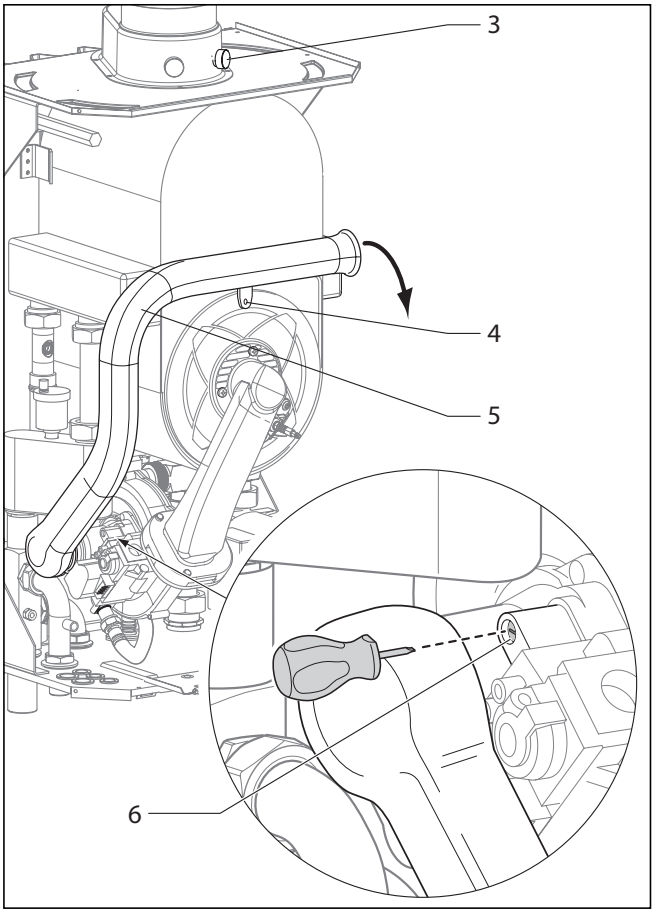

Рис. 5.4 Проведение измерения содержания CO_2, выполнение регулировки коэффициента избытка воздуха (регулировка газовой арматуры)
- Измерьте содержание CO_2 на контрольном штуцере (3) (рис. 5.4). Сравните измеренное значение с соответствующим значением в табл. 5.2.
- Если требуется настройка параметров продуктов сгорания, отпустите винт (4) и поверните трубу всасывания воздуха (5) на 90° вперед.